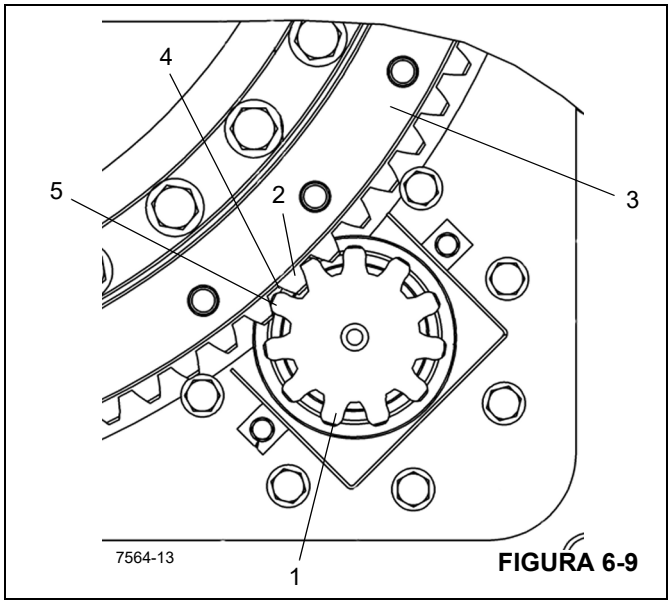

FIGURA 6-9
6. Instale o pinhão de acionamento do giro (1, Figura 6-9) de modo que a os dentes de engrenagem do pinhão de acionamento estejam alinhados com o dente (2) do ponto superior (excentricidade máxima) no rolamento da torre (3).
O ponto superior ou excentricidade máxima do rolamento a torre é identificado na fábrica usando três dentes de engrenagem em sequência no rolamento da torre como o ponto superior. Os dentes um e três são estampados (1, Figura 6-8) com uma marca de traço na parte superior e inferior do dente da engrenagem. Use estes três dentes de engrenagem ao instalar o acionamento de giro e verifique a folga mostrada na Figura 6-9.
7. Verifique a folga (4, Figura 6-9) com um calço de 0,203 mm (0.008 pol.) de espessura entre o dente da engrenagem do pinhão de acionamento (5) e dente de engrenagem de ponto alto (excentricidade máxima) (2) no rolamento da torre.
NOTA: Se um novo rolamento (3) (Figura 6-9) estiver sendo instalado, uma nova engrenagem de pinhão (1) também deve ser usada.